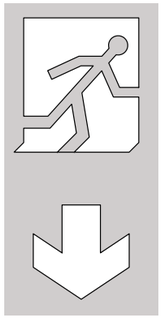

Fig. A.1 - Pictogram / Pictogramme
A.19 A sign which reads “Push bar to open” or a pictogram should be provided on the inside face of the door immediately above the horizontal bar, or on the bar if it has a sufficient flat face to take the size of lettering required. The surface area of the pictogram should be not less than 8000 mm2 and its colours should be white on a green background. It should be designed such that the arrow points to the operating element, when installed. The pictogram given in Figure A.1 can be used:
A.19 Il est recommandé de prévoir une signalisation indiquant «pousser la barre» pour ouvrir, ou un pictogramme sur la face intérieure de la porte, immédiatement au-dessus de la barre horizontale ou sur la barre lorsqu'elle présente une surface plane suffisante sur laquelle il est possible d'inscrire la signalétique requise. Il convient que la surface de la zone du pictogramme ne soit pas être inférieure à 8 000 mm^2 et il convient qu'il soit de couleur blanche sur un fond vert. Il convient qu'il soit conçu de manière à ce que la flèche pointe vers l'élément manœuvrable, lorsqu'il est installé. Le pictogramme donné à la Figure A.1 peut être utilisé.